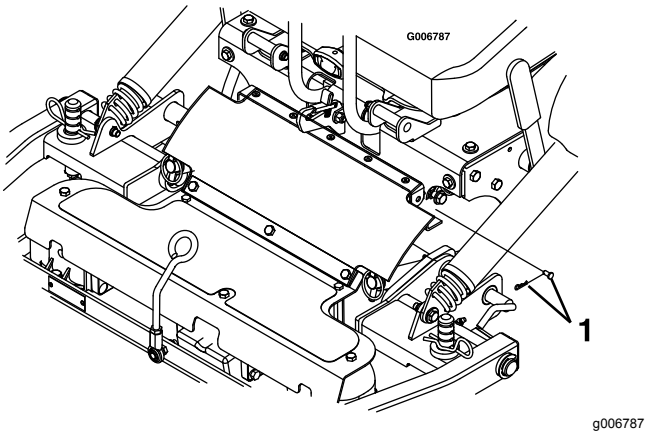

Figure 71
8. Retirez la goupille fendue et l'axe de chape des deux côtés de la protection de PDF (Figure 71).
7. Alignez la partie supérieure de la protection de PDF en caoutchouc et les pattes à l'avant de la console, et fixez-la en position de chaque côté avec un axe de chape et une goupille fendue (Figure 71).